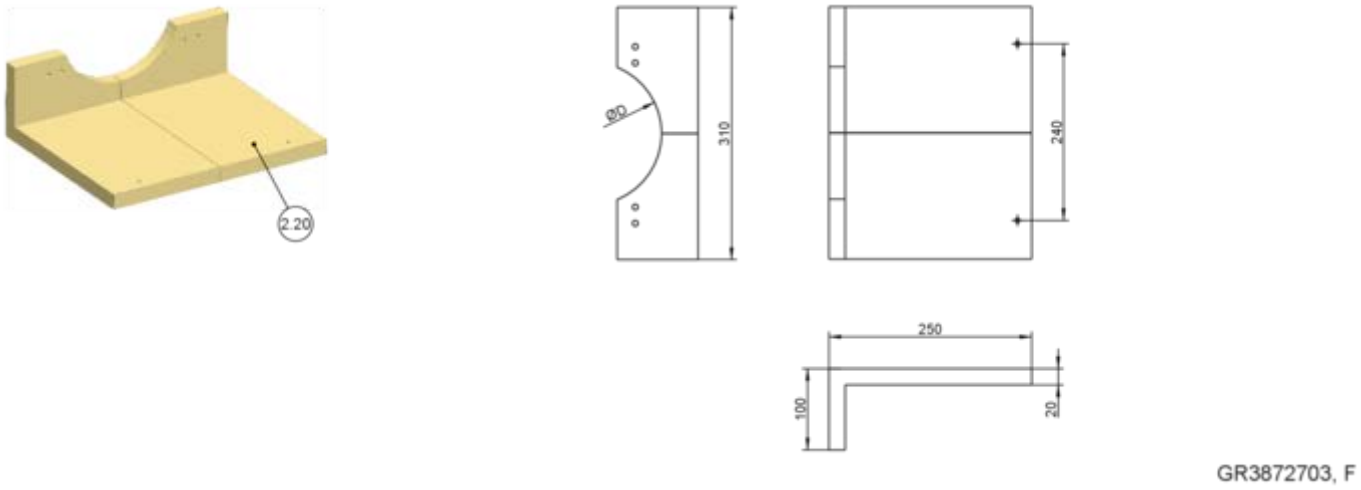

Fig. 39: Cobertura para montagem a seco sem argamassa com o kit de montagem GL2 em paredes divisórias leves, se não houver opção de fixação posterior
- Na montagem sem fixação ao teto na parte de trás, os ângulos de aço Fig. 38 e a cobertura Fig. 39 devem ser feitos pelo cliente.